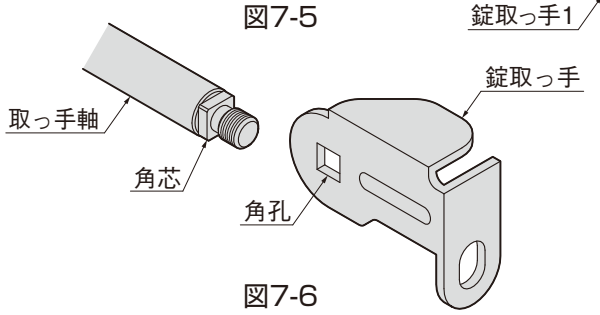

図7-6
- 取っ手の角孔と取っ手軸の角芯を合わせて組付けてください。（図7-6参照）
- 3-③のナットは回り止めがついているので途中できつくなりますがまわらなくなるまで締め込んでください。